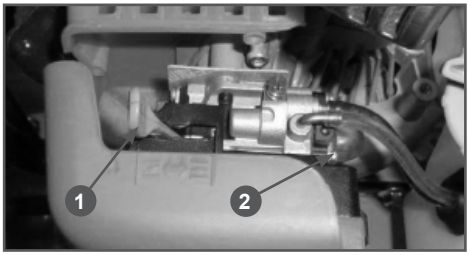

Рис. 12 Ручной топливный насос и рычаг управления воздушной заслонкой
3. Прокачайте топливо через карбюратор. Для этого нажимайте (примерно 5-10 раз) на ручной топливный насос 2 (Рис. 12) до появления в насосе топлива и возникновения сопротивления при нажатии.
4. Закройте воздушную заслонку карбюратора. Для этого рычаг 1 управления заслонкой установите в крайнее левое положение (ЗАКРЫТО), как показано на Рис. 12.